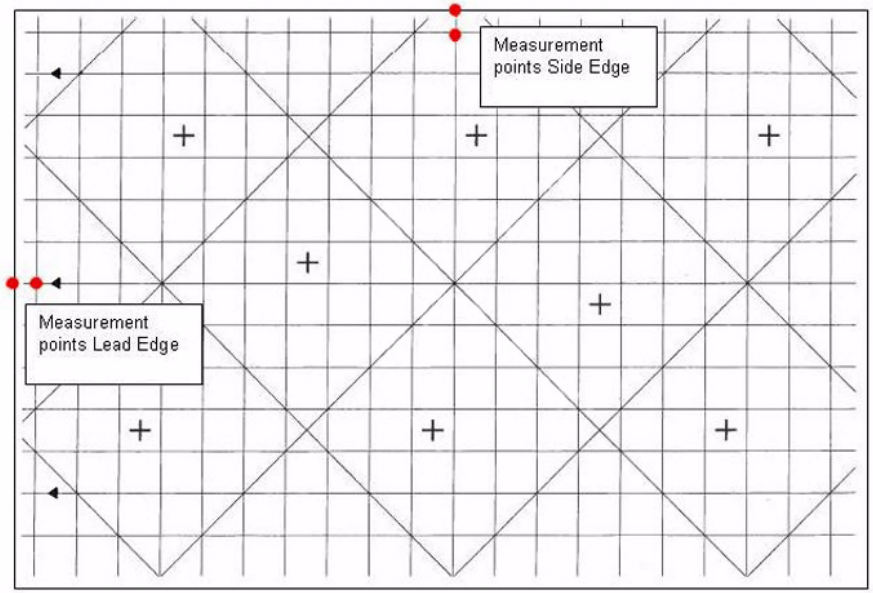

Figure 1 Test Pattern Measurement Points
1) Figure 1 does not look like the test pattern that is printed. The grid on the printed pattern is much larger and there are no angled lines or other marks. Is the correct pattern being printed?
7. Remove the prints one at a time from the center output tray and **Flip each one Right to Left**, to position it as shown in Figure 1 (lead edge to the left).
9. Take the third print and measure from the lead edge to point A (as shown on Figure 1). Point A is at the intersection of the 7th line from the side edge and the first line from the lead edge.
NOTE: *"Side 2" will be delivered face-down in the tray, with the Lead edge to the right. Flip each one Right to Left to position it as shown in Figure 1 (lead edge to the left).*
4. Take the third print and measure from the lead edge to point A (as shown on Figure 1). Point A is at the intersection of the 7th line from the side edge and the first line from the lead edge.
4. Take the third print and measure from the lead edge to point B1 (as shown on Figure 1). Point B1 is at the intersection of the 5th line from the side edge and the first line from the lead edge.